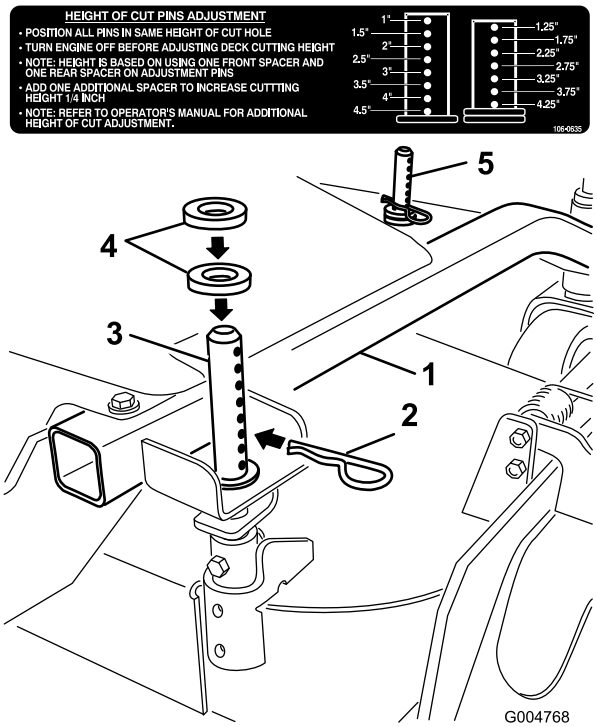

**Figure 14**
1. Choisissez le trou et le nombre d'entretoises correspondant à la hauteur de coupe voulue (Figure 14).
2. À l'aide de la poignée, soulevez le côté du tablier de coupe et enlevez la goupille fendue (Figure 14).
3. Ajoutez ou enlevez des entretoises selon les besoins, alignez les trous et insérez les goupilles fendues (Figure 14).